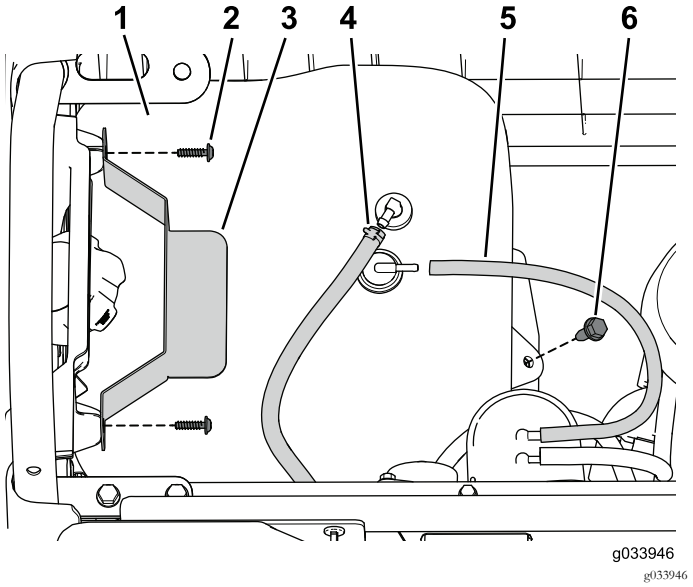

Рисунок 1
1. Выверните фланцевый болт, крепящий топливный бак к поддону бака (Рисунок 1).
2. Выверните винты, которые крепят прижим (Рисунок 1).
3. Отсоедините вентиляционную трубку и топливный трубопровод от бака (Рисунок 1).